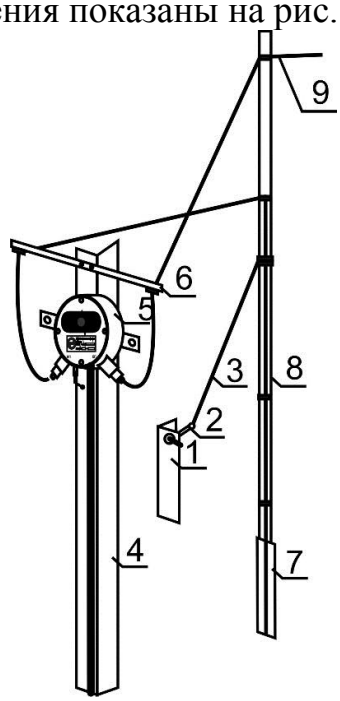

Рис. 10.20
10.2.7 Прикрепить БПРМ на поверхности стены заграждения для настенного варианта крепления или к заземлителю (рис. 10.20, для сухих не затапливаемых участков) и подключить клеммы заземления на корпусах БПРД и БПРМ к клеммам заземлителей.
10.2.8 Установка БПРМ на заземлитель с использованием комплектов устройств натяжения показаны на рис. 10.20.
На рис. 10.20 обозначено: